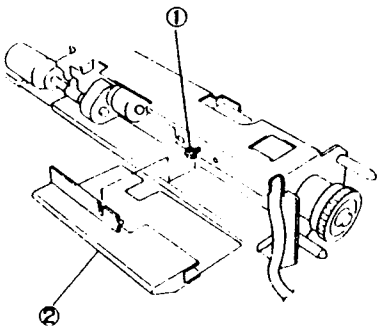

Рис. 1 NZM-0011
3. (Рис. 1): Снимите направляющую бумаги.
①. Ослабьте винт.
②. Снимите направляющую бумаги.